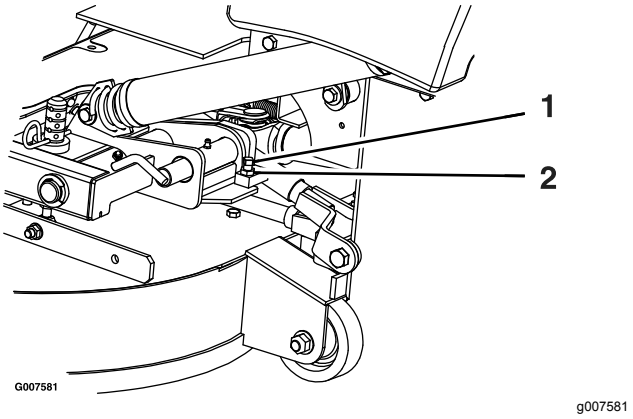

Figur 79
2. Lossa kontramuttern och vrid stoppskruven medurs tills låssprinten sitter fast och inte längre går att vrida för hand (Figur 79).